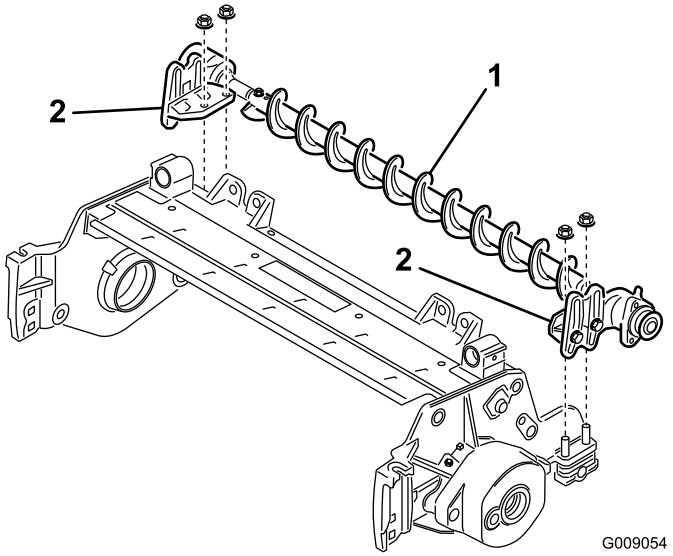

Figur 8
7. Placer rullebørstens monteringsbeslag på rullebeslagets bolte (Figur 8).